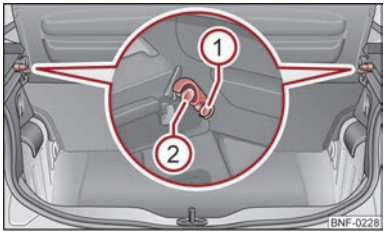

Fig. 39 Removing/installing the luggage compartment cover
– To fold up, rause the luggage compartment cover and press it into the side holders ① ⇒ Fig. 39.